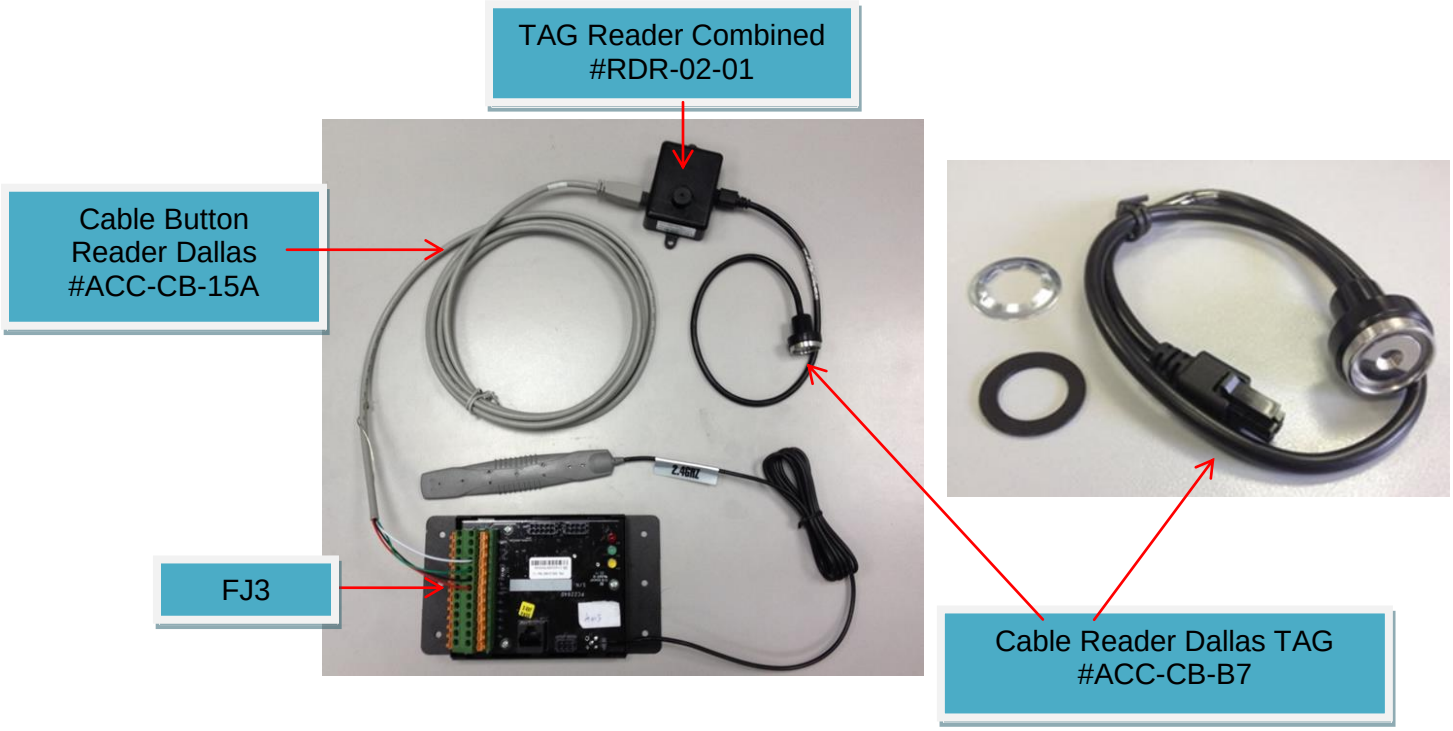

**Figure 8: Wiring Dallas TAG Reader Set**
**NOTE:** Optional Power Supply Connection refer to Figure 8.